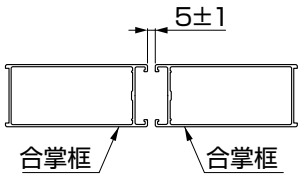
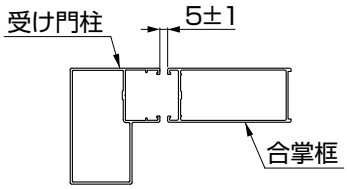

図8-1
図8-2
②「調整ボルト」をまわして、図8-1、図8-2のようにチリ寸法を5±1mmに調整してください。